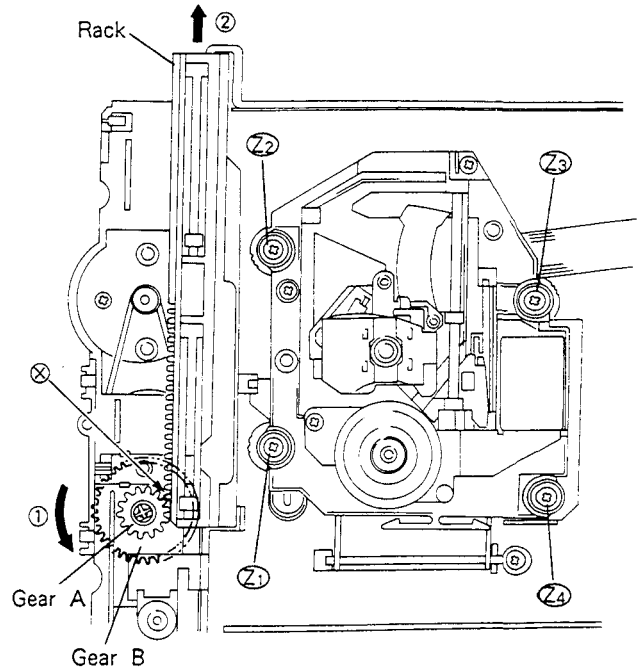

Fig. 2.
2. Remove setscrew Ⓩ1 to Ⓩ4 (4 pieces) securing the servo mechanism assembly in place with it held down (in the tray open position). (Fig. 2.)
Note) When moving the rack, it is sometimes probable that the rack cannot be moved if the gear A and the gear section of the rack are not properly engaged with each other at the point marked ⊗. In such a case, turn the gear B by hand from the side and align the gear A with the gear section of the rack at the point ⊗ to ensure proper engagement. (Fig. 2.)
- Turn the gear B of Fig. 2 in the direction of arrow ① by hand.
2. Move the rack fully toward the back (in the direction of arrow ② shown in Fig. 2).